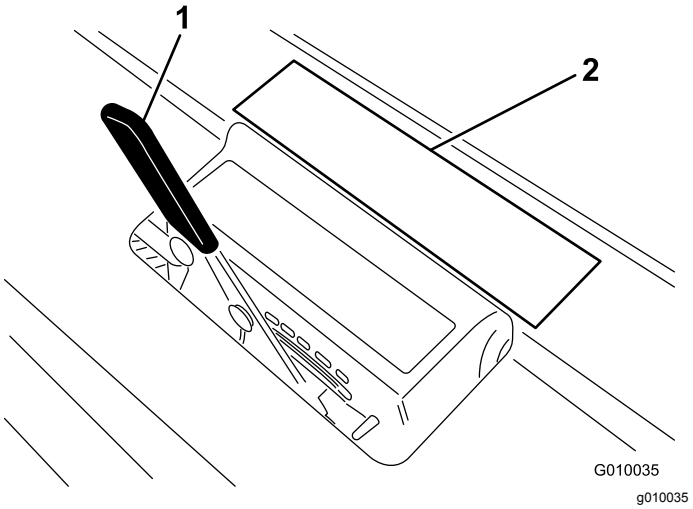

Rysunek 28
3. Ułóż ząb na etykiecie głębokości zęba (Rysunek 28) tak, aby jeden koniec był zrównany z zaznaczeniem żądanej głębokości napowietrzania (patrz nakładka zęba na etykiecie).